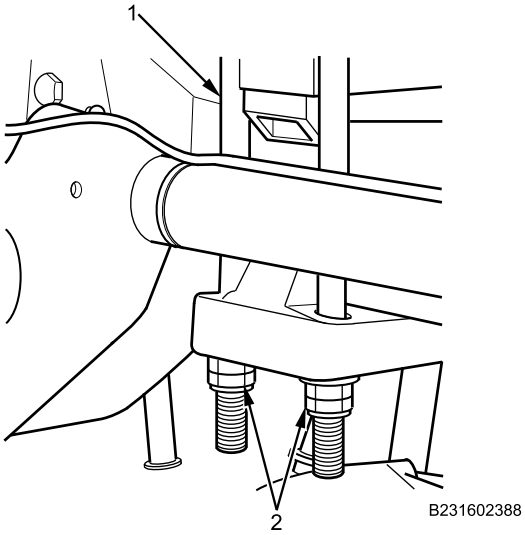

Figure 4. Front U-Bolt.
8. Remove U-bolt locknuts and washers (Figure 4, Item 2) from rear spring front U-bolt (Figure 4, Item 1). Discard locknuts (Figure 4, Item 2).